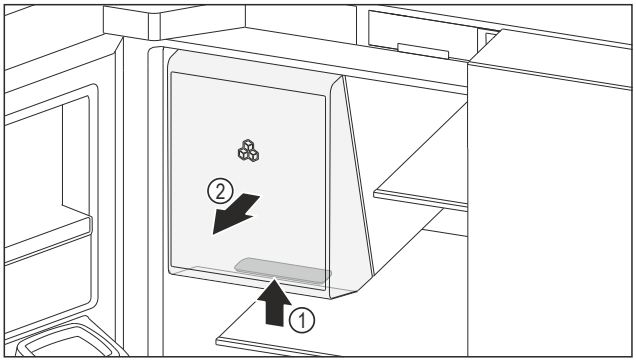

Fig. 160 Extragerea compartimentului de depozitare a gheții
▶ Prindeți jos mânerul încastrat *Fig. 160 (1)* de la compartimentul de depozitare a gheții și extrageți concomitent compartimentul de depozitare a gheții spre partea din față *Fig. 160 (2)*.